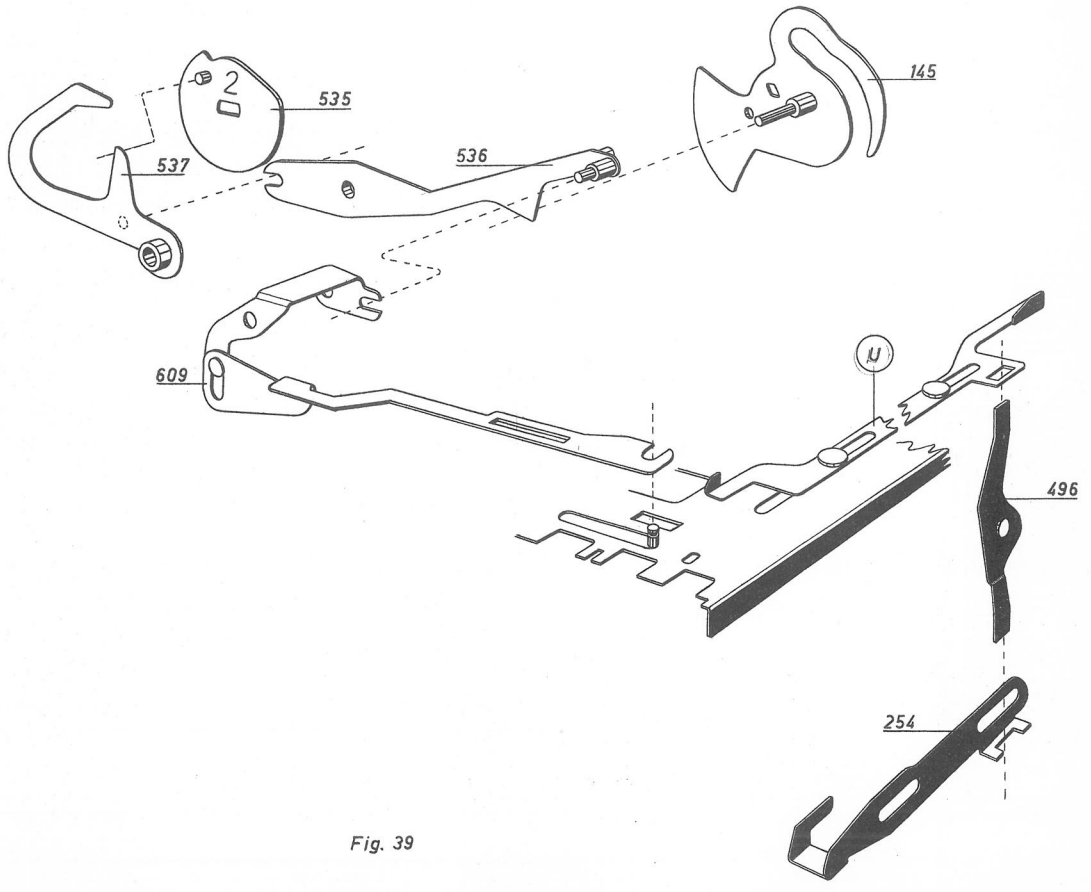

Fig. 39
1/ Bei einer Mult-Rechnung wird die NP-Klaue (537,Fig.39) während der ersten M-Umdrehung von der auf der Einmalwelle sitzenden Kurve "2" (535) angehoben. (Vergleiche Seite 58). Die NP-Klaue schwenkt dabei den Impulsarm (536) und dieser dreht mit seinem vordersten Zapfen die Sperrbrücke(609) so, dass der an der Brücke befestigte Arm zurückgeht und über einen Gelenkhebel (an der unteren Seite des Tastenbleches) (490) den Sperrschieber (U) mit seinen Laschen unter die Plus- und Minustaste zieht. Der Sperrschieber schwenkt dabei den Hebel (496) so, dass er das Sperrstück (254) in die Kugelsperre zieht. Plus-, Minus- und M-Tasten sind nun so lange gesperrt, bis bei Zwischen- oder Endsumme der Impulsarm (536) durch die Totalkurve (145) wieder in Grundlage gebracht wird. (Vergl. Seite 59, Abs. 6.)